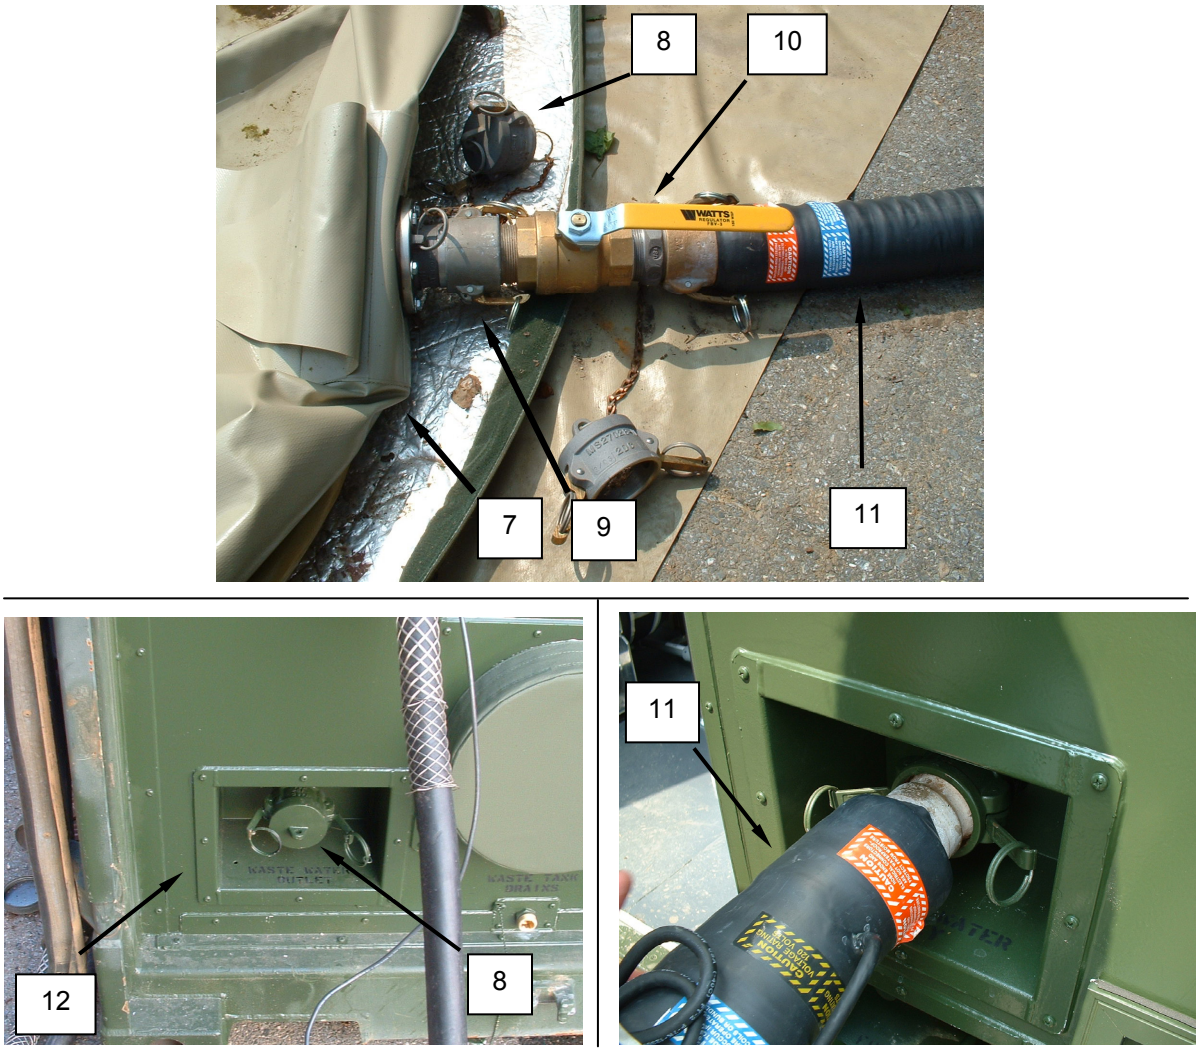

Figure 3. Preparing the Graywater 3000-Gallon Water Tank.
2. Remove the dust plug **(Figure 3, Item 8)** from the inlet connector **(Figure 3, Item 9)**, and connect the graywater shutoff valve **(Figure 3, Item 10)** to the inlet connector of the 3,000 gallon fabric water bag **(Figure 3, Item 7)**.
3. Lay out the 2-in. x 20 ft long drain hose **(Figure 3, Item 11)** with the female quick disconnect fittings from the graywater connection on CBL service panel. This is located at the washer end of the CBL to the connector on the graywater shutoff valve **(Figure 3, Item 10)** of the 3,000-gallon fabric water bag **(Figure 3, Item 7)**.
4. Remove the dust plug **(Figure 3, Item 8)** from the graywater connection **(Figure 3, Item 12)** on the service panel, and connect the ends of the hose **(Figure 3, Item 11)** to the graywater connection and the connector on the graywater shutoff valve **(Figure 3, Item 10)**.
5. Open the graywater shutoff valve **(Figure 3, Item 10)**.